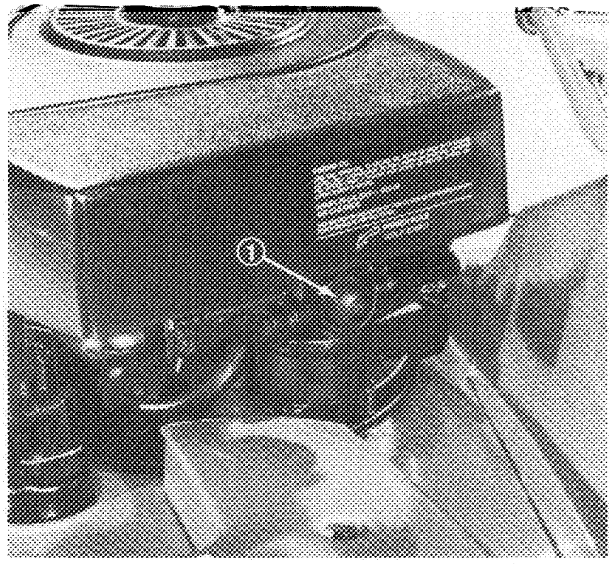

Figure 13
4. Rotate key to START position to start the engine. Release key immediately when engine starts running. The carburetor has a prime well that supplies an extra rich charge of gasoline for starting the engine. Also, there is a primer bulb to assist starting in colder - below 50° F. temperature. If engine does not start after 3 seconds of continuous cranking by the electric starter, wait about 10 seconds to allow prime well to refill. Repeat this procedure until engine starts. Below 50° F., push primer once (Fig. 13) and continue normal starting procedures. Failure to wait 10 seconds may cause starting problems. If engine does not start, although 10 seconds elapses between each starting attempt, check electrical connections for proper contact. Make sure the battery is fully charged.